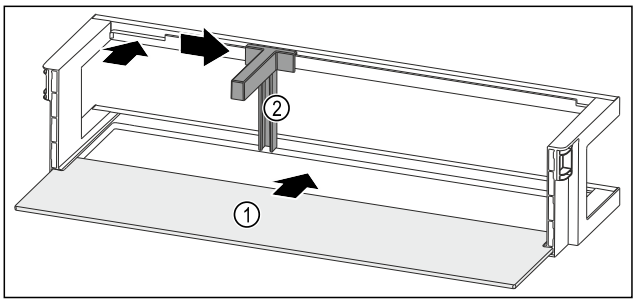

Fig. 67 Durvju plaukts ar plauktu
▶ Iebīdiet plauktu *Fig. 67 (1)* sānu padziļinājumos.
▶ Ievietojiet pudeļu turētāju *Fig. 67 (2)* padziļinājumā.
▶ Pabīdiet pudeļu turētāju *Fig. 67 (2)* vajadzīgajā pozīcijā uz sānu.